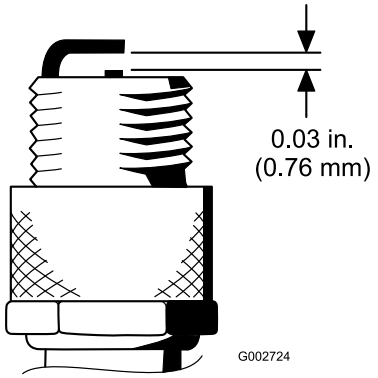

Figur 44
4. Still inn luftgapet mellom midten og siden på elektrodene til 0,76 mm (Figur 44).